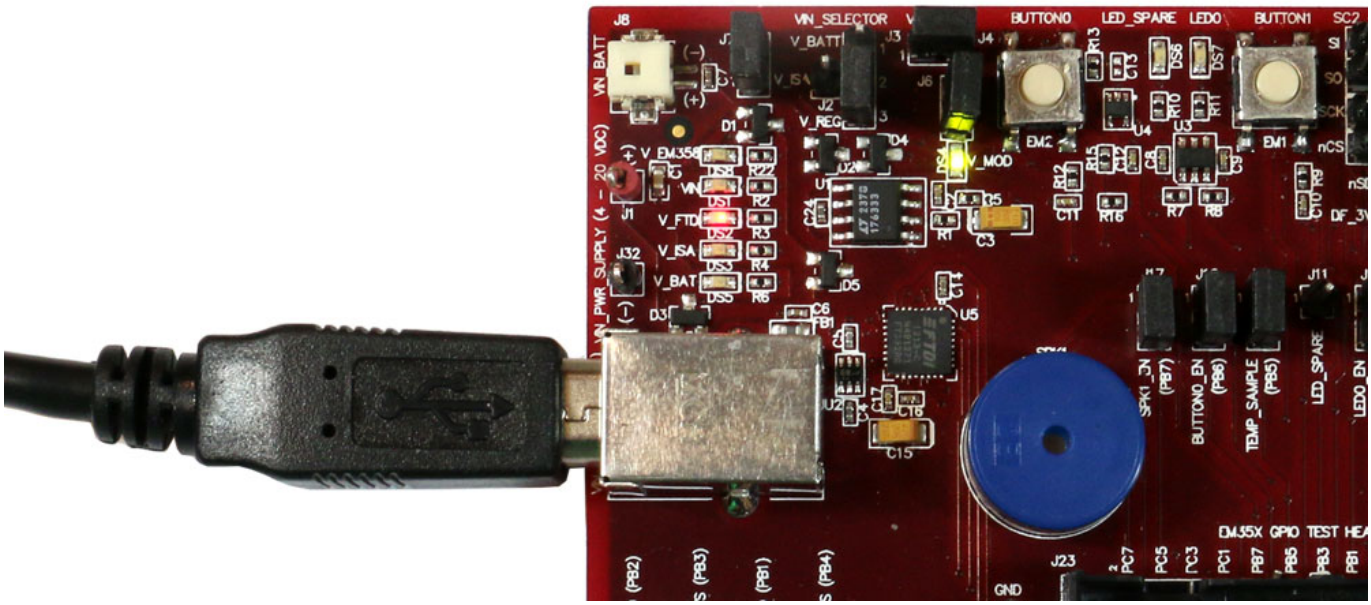

Figure 10. Breakout Board Power Supplied by USB (J5)
- Breakout Board Power Supplied by USB (Figure 10): The Breakout Board may also be powered through the USB connector (J5), either using a USB cable plugged in to the USB power adapter included in the development kit, or by connecting it to your PC. The power supply jumper on the Breakout Board should be in the lower vertical position, connecting V_REG to the center pin. The V_FTDI LED (DS2) will illuminate when illuminate when power is applied. When powering the Breakout Board in this way, ensure the power switch on the Debug Adapter (ISA3) is in the EXT (External) position.